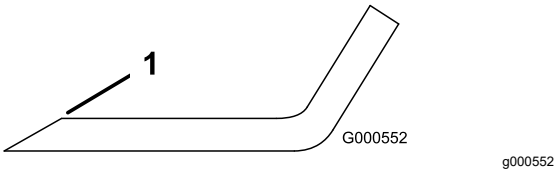

Bild 77
1. Schärfen Sie die Schnittkante an beiden Enden des Schnittmessers mit einer Feile (Bild 77).
Hinweis: Feilen Sie, wenn das Schnittmesser nicht ausgewuchtet ist, vom Flügelbereich des Messers etwas Metall ab (Bild 77).